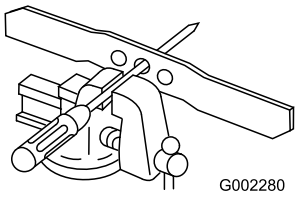

Figura 30
1. Verificate il bilanciamento della lama collocando il foro centrale della lama su un chiodo o sul codolo di un cacciavite serrato orizzontalmente in una morsa (Figura 30).